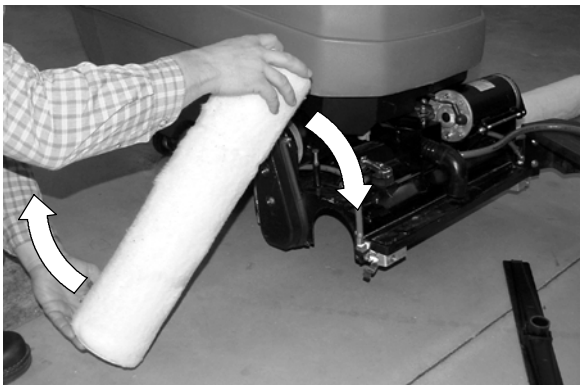

FIG. 30
1. Faites pivoter bout à bout les rouleaux ReadySpace toutes les 10 heures d'utilisation (Figure 30). La durée de vie des rouleaux est évaluée à 100 heures d'utilisation minimum dans des conditions normales de nettoyage. Si la distance entre les deux rouleaux est supérieure à 4 mm, remplacez les rouleaux.